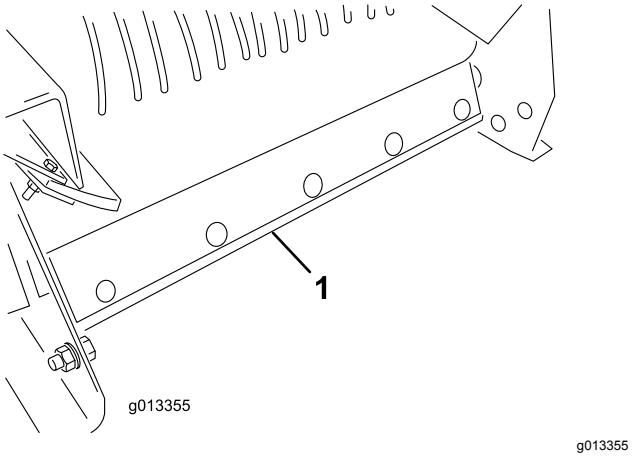

Figur 56
5. Fjern båndets rengjøringsskraper fra bakenden av maskinen (Figur 56).